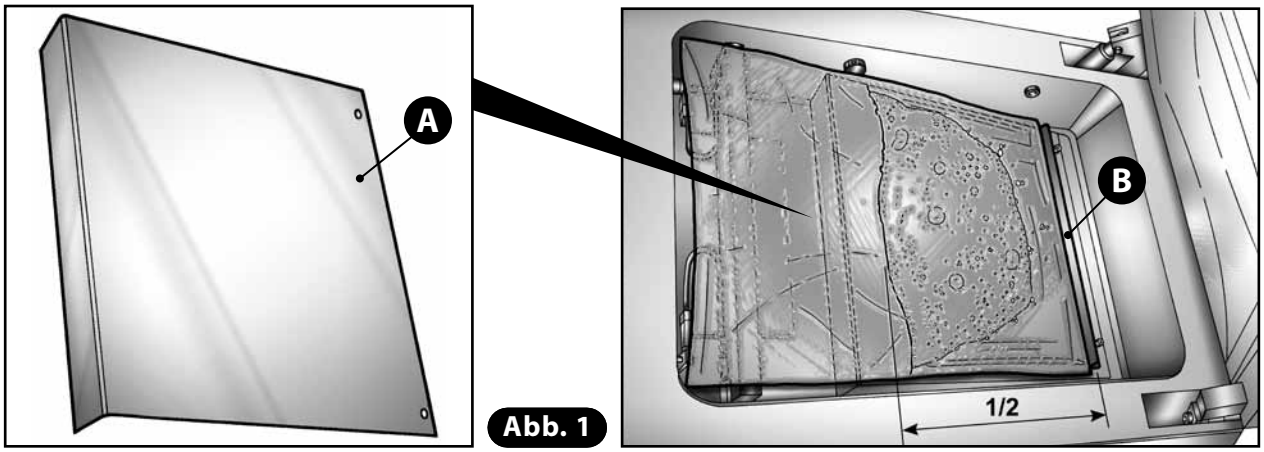

Abb. 1
3) Führen Sie den Beutel mit der zu verpackenden Flüssigkeit in die Saugvorrichtung ein, wobei Sie den Beutel nur halb füllen sollten (1/2) **(Abb. 1).** Legen Sie ihn mittig auf die Schweißleiste, so dass die freie Beutelkante ca. 20 mm über die Schweißleiste vorsteht.